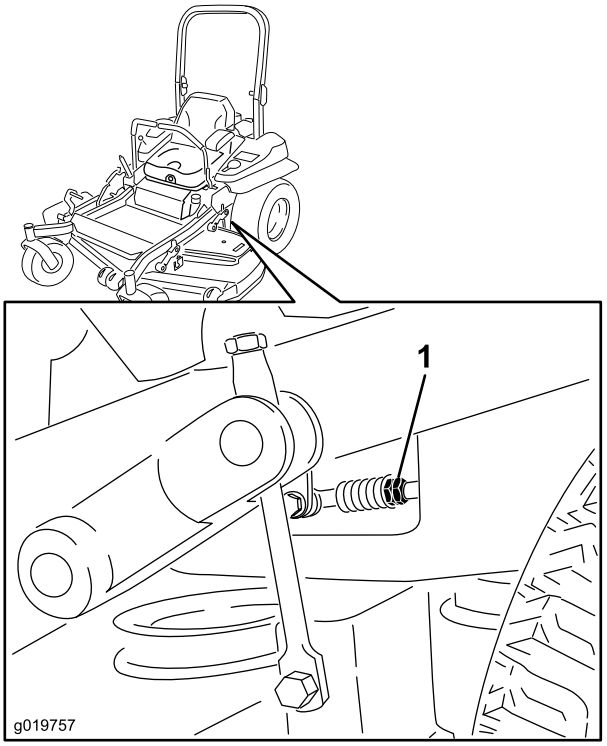

**Figuur 79**
7. Zet de rijhendels in de neutraalstand. Pas de lengte van de stang aan door de dubbele moeren op de stang in de juiste richting te draaien tot de wielen gaan kruipen in de achteruitstand (Figuur 79). Zet de rijhendels in de achteruitstand en oefen lichte druk uit op de hendel zodat de veren de hendels terugduwen in de neutraalstand. De wielen moeten ophouden met draaien of aan kruipen in de achteruitstand.